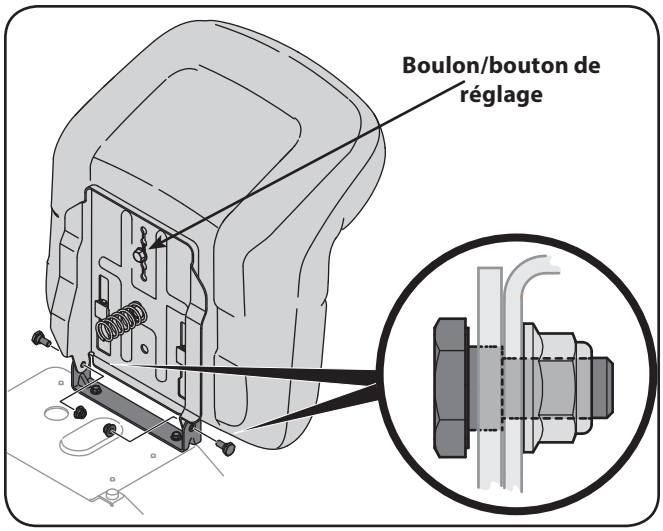

Figure 3-7
6. Fixez l'ensemble du siège avec les deux boulons à épaulement et contre-écrous retirées précédemment. Voir la Figure 3-7.
7. Pour régler la position du siège, desserrer le bouton de réglage sur la partie inférieure du siège. Faites glisser le siège vers l'avant ou vers l'arrière comme désiré. Resserrez le bouton de réglage. Reportez-vous à la Figure 3-7.